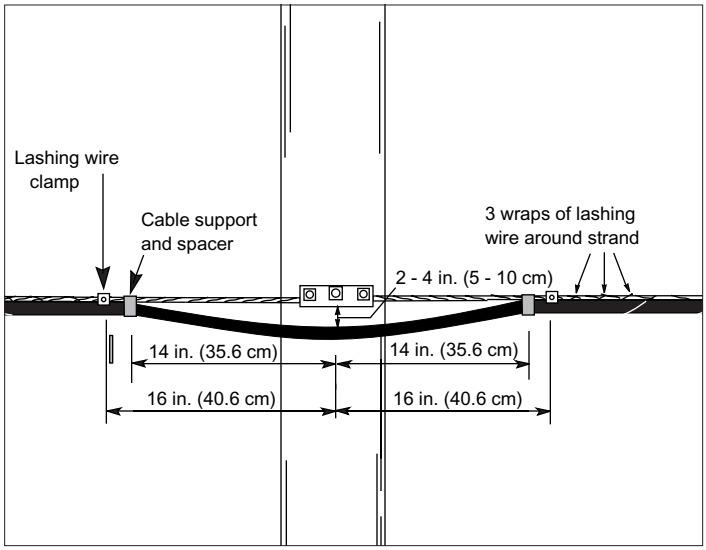

Figure 8 - Drip loop dimensions
4.16 When drip loops are used, they must be the "smooth-curve" type -- under no circumstances should any other shapes by used. Figure 8 illustrates this shape and the minimum recommended dimensions of a drip loop.
4.17 In general, fiber optic cable drip loops are formed by hand. Hand forming of drip loops is permissible for fiber optic cable as long as the minimum bend radius of the cable and the dimensions illustrated in Figure 8 are not exceeded. Drip loops can also be formed by an expansion loop forming tool provided that the loop conforms to the specifications shown in Figure 8.